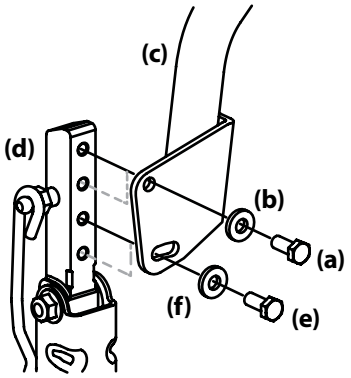

Figura 4-6
2. Sostenga la palanca de control de la transmisión par evitar que se caiga, extraiga el tornillo de cabeza hexagonal (e) y la arandela plana (f) de la parte inferior de la palanca de control de la transmisión (c) y haga descender el brazo (d). Consulte la Figura 4-6.
6. Si el tornillo de cabeza hexagonal (e) no está flojo, aflójelo y gire la palanca de control hacia adelante o hacia atrás a la posición deseada. Consulte la Figura 4-6.